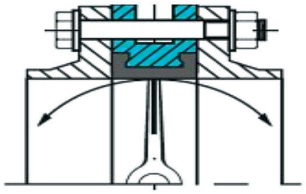

Рис. 3 (правильно)
3. Перед началом монтажа важно убедиться, что внутренний диаметр фланцев соответствует номинальному диаметру дискового поворотного затвора (рис. 3).